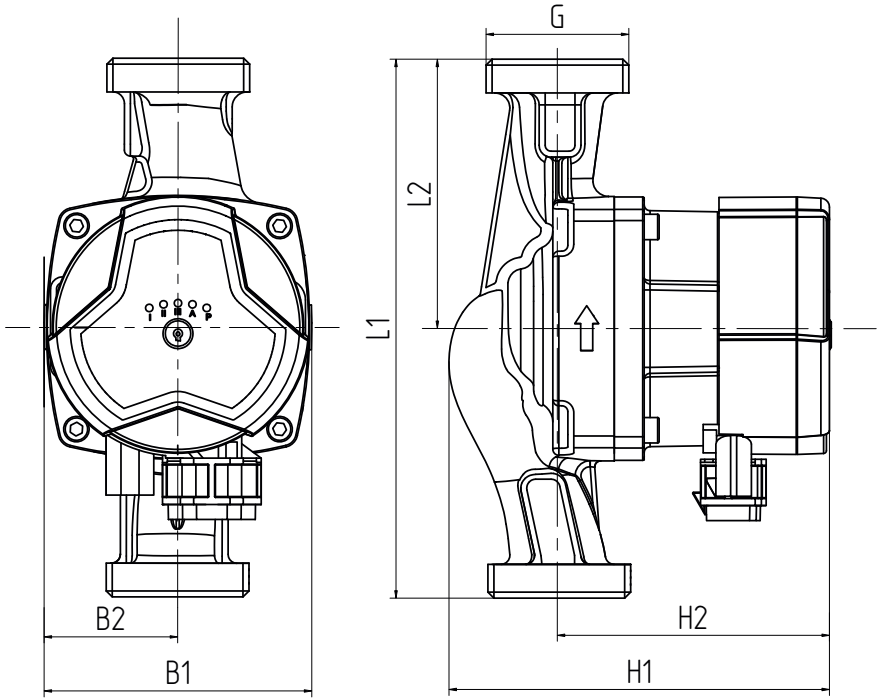

Рис.1 Обозначение монтажных размеров насоса.
2.12. Технические характеристики циркуляционных насосов в зависимости от модели приведены в таблице 2 и Рис.1.